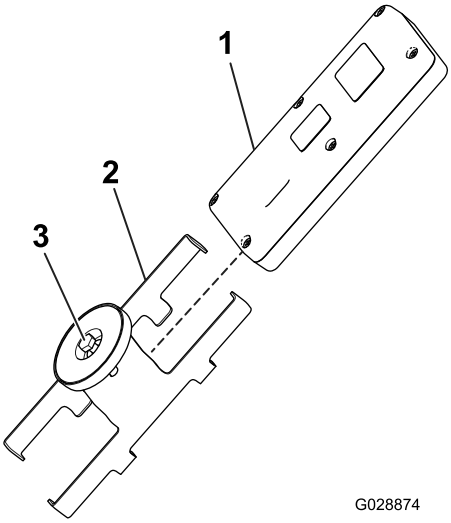

Figur 19
5. Montera handkontrollen på det magnetiska fästet för handkontrollen, dra ihop halvorna för att fästa handkontrollen och dra åt bulten i magneten (Figur 19).